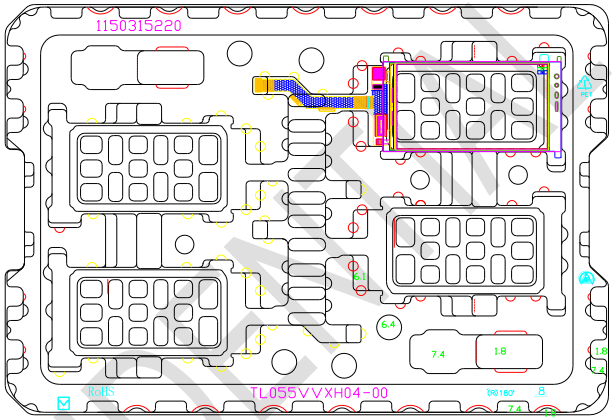

图 1
1. 将 4 片 LCM 放置于 tray 内，显示面朝上的方式放置（如图 1）；